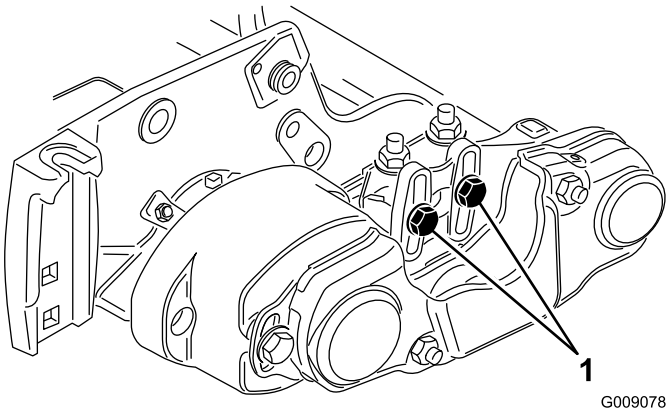
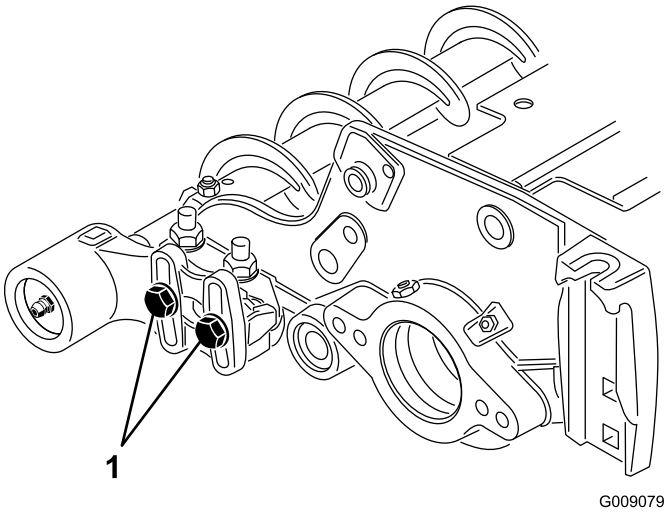

Figure 12
Figure 13
15. Desserrez les 2 boulons qui fixent chaque logement de roulement de la brosse de rouleau au support de la brosse de rouleau (Figure 12 et Figure 13).